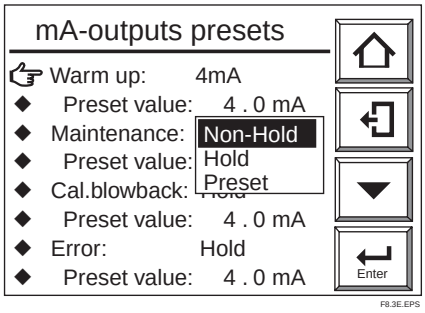

Figure 8.3
(2) From this display (Fig. 8.2), select the desired display. Figure 8.3 shows an example of selecting Maintenance. Select the desired output status.
(3) If a preset value is selected, set the corresponding output current. If you select a preset value just below Maintenance on the screen, the numeric-data entry display will appear. Enter the current value you want. To set 10 mA, type in 010 and press the [Enter] key to complete the setting. The setting range is from 2.4 to 21.6 mA.